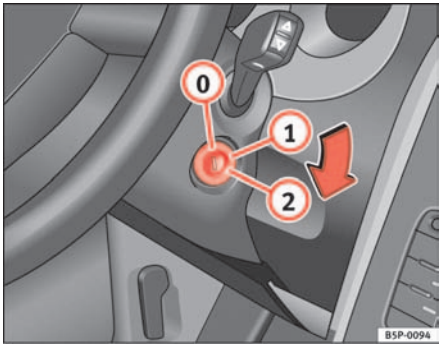

Fig. 132 Ignition key positions
In the position ⇒ fig. 132 the ignition and the engine are OFF and the steering may be locked.
– Turn the ignition key to position ⇒ page 161, fig. 132 (1). The indication lamp ⌀ will light for engine pre-heating.
– When the warning lamp goes out, turn the key to position (2) to start the engine. Do not press the accelerator.
– Turn the ignition key to position ⇒ page 161, fig. 132 (0).